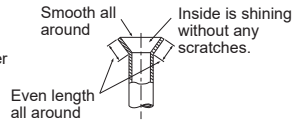

Fig. 6
• Compare the flared work with Fig. 6.